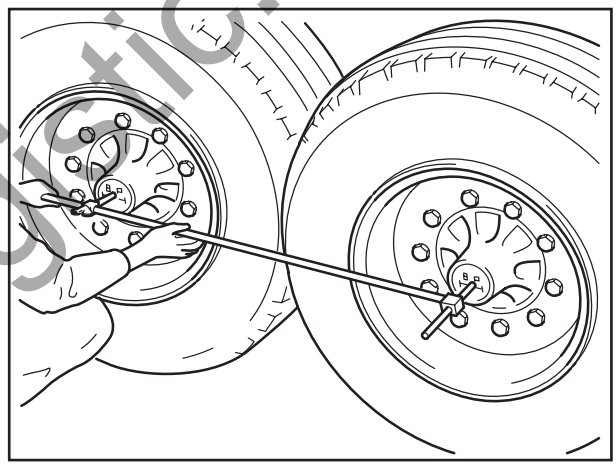

Рис. 8
- в новых колпаках ступиц (впрессованное ® или ECO под эмблемой BPW) (рис. 8) установить колпаки, см. операцию № 13.
- треугольник (Δ) в эмблеме BPW находится в центрированном виде, если под эмблемой BPW впрессован знак ® или ECO (рис. 8).